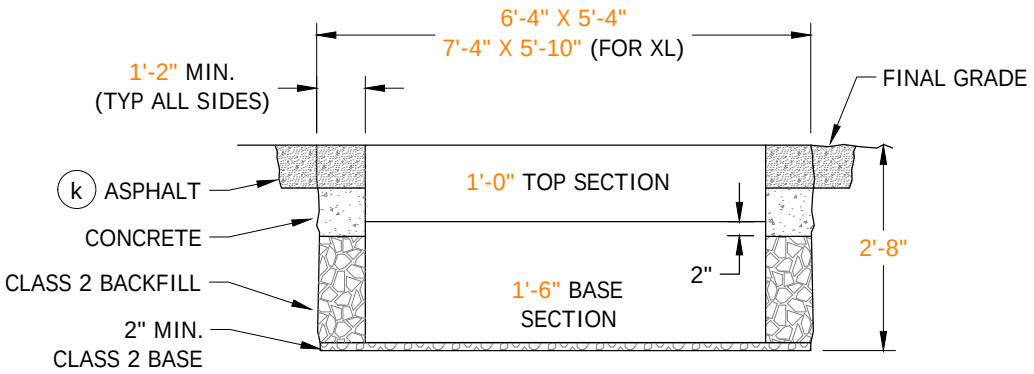

FIGURE 6
B. AFTER THE LOCATION IS ESTABLISHED, MARK OUT DIMENSIONS FOR THE EXCAVATION WIDTH, LENGTH AND DEPTH PER FIGURES 6 & 7. THE WIDTH AND LENGTH DIMENSIONS GIVEN ALLOW EXTRA SPACE FOR SETTING THE SUBSTRUCTURE AND TAMPING THE BACKFILL.